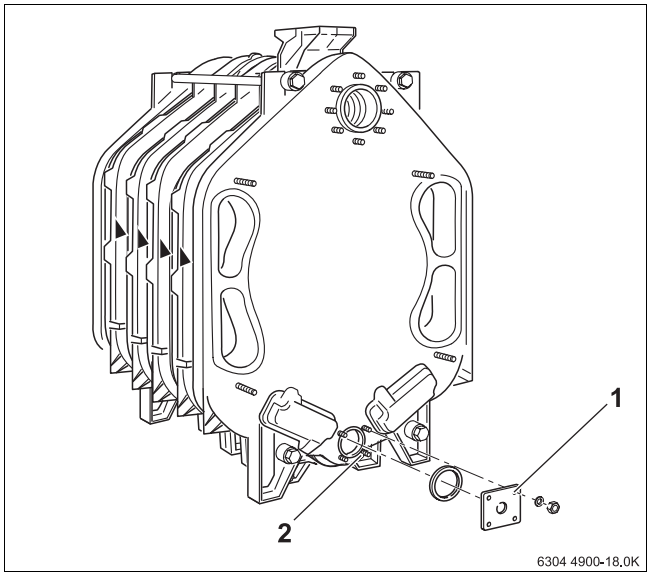

Bild 23 Flansch montieren
- Wasser am Füll- und Entleerhahn (→ Bild 23,**1**, Seite 20) vor dem wasserseitigem Anschluss oder bei undichter Nabenverbindung, ablassen.